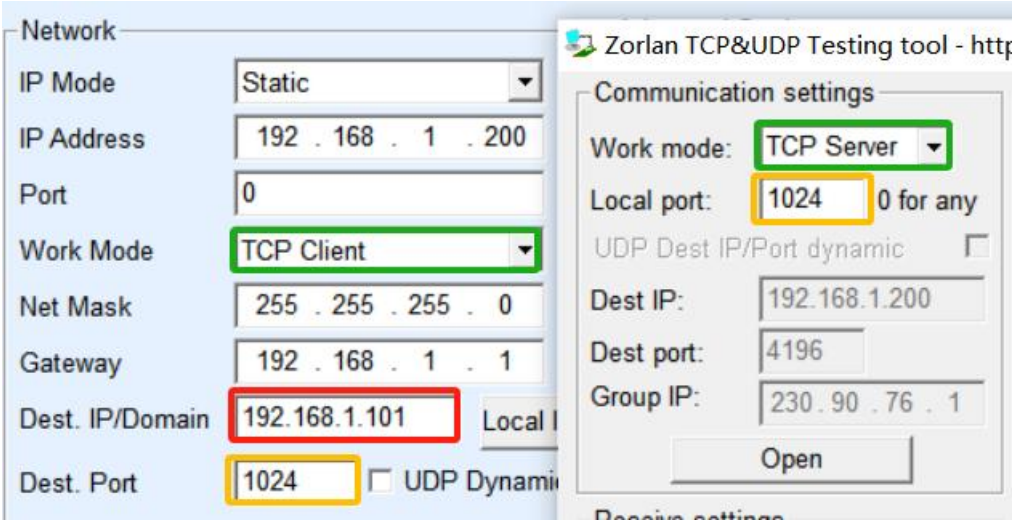

Figure 25 The serial server serves as the client
When the serial server is the client, there must be three mappings, as shown in Figure 25. (1) Working mode: The working mode of the serial port server is the server mode of the network tool corresponding to the client. (2)IP address: The destination IP address of the serial port server must be the IP address of the computer where the network tool is located. (3) Port: The destination port of the serial port server must be